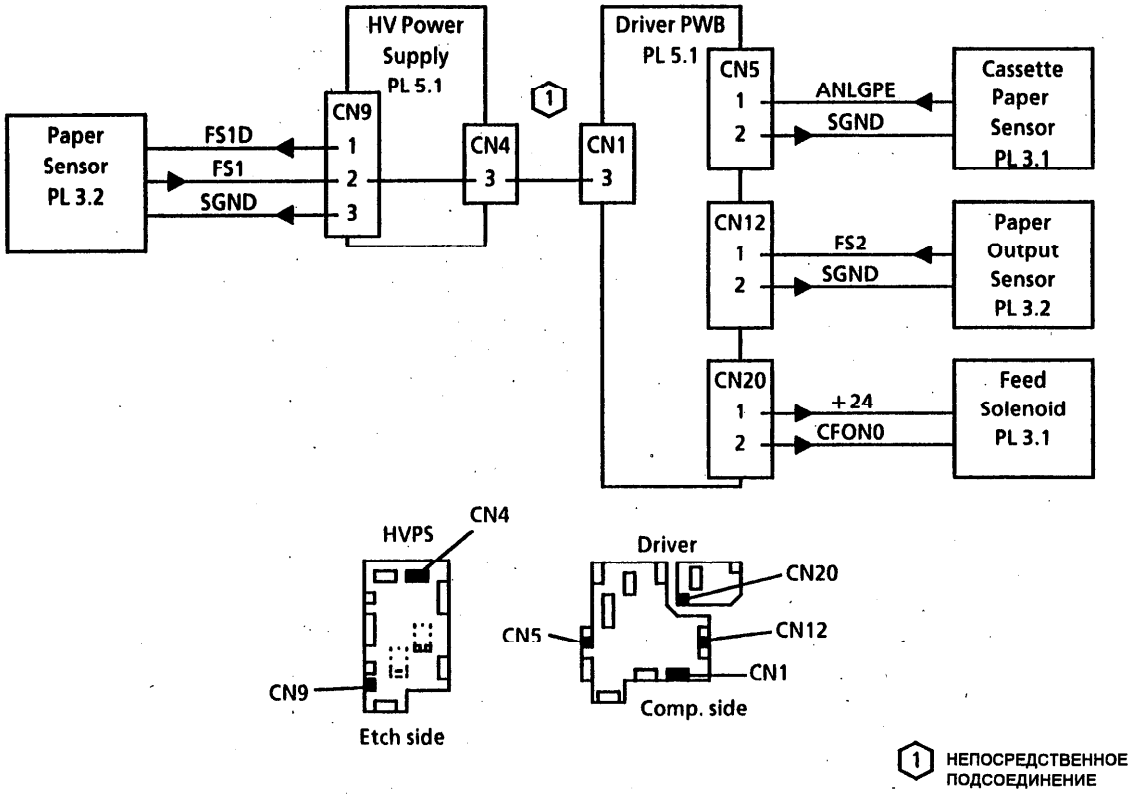

Рис. 1. Датчики и соленоид принтера
- Сопротивление составляет от 100 до 150 Ом (Рис. 1)